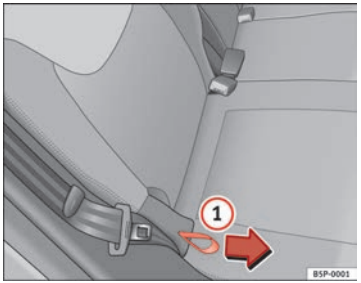

Fig. 96 Rear seat backrest angle adjustment
– Hold the backrest at the top. Pull the loop on the side of the seat ⇒ Fig. 96 (1) in the direction of the arrow and hold the loop in this position. Push the backrest to the required position and release the loop.